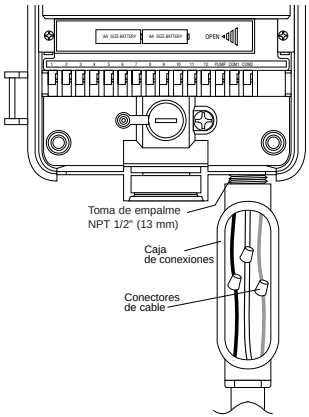

FIGURA 24: Cableado de CA mediante una caja de conexiones
- Conecte los cables procedentes de la fuente de alimentación a los cables procedentes del controlador. Asegúrese de conectar el cable de toma de tierra (a menudo un conductor de color verde o de cobre desnudo) al cable verde del controlador. Es absolutamente necesario conectar dicho cable. Conecte también el resto de los cables**[Vea la Figura 24].**